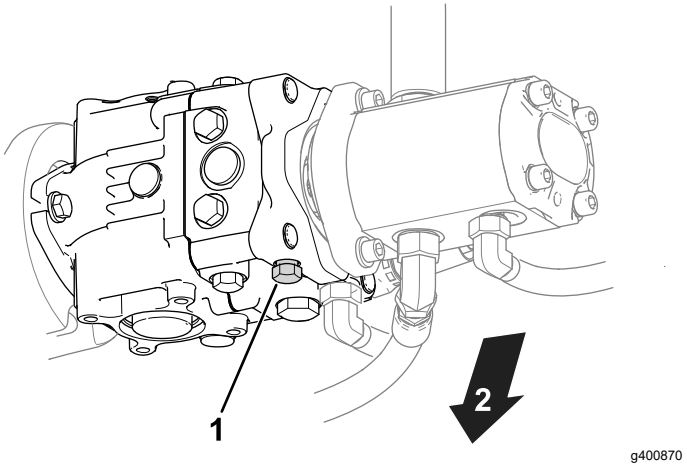

Rysunek 24
1. Odszukaj zawór obejściowy na pompie (Rysunek 24).